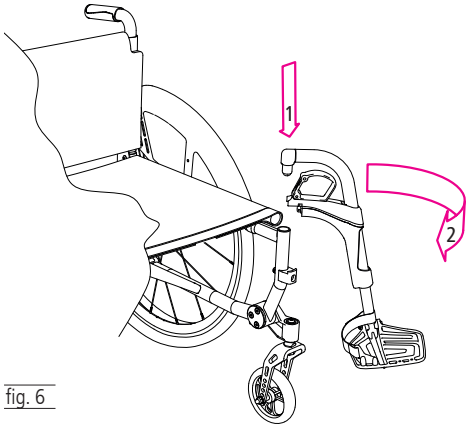

fig. 6
1. Inserire dall'alto il perno superiore del poggiagambe nell'apposito alloggiamento posto sul telaio (1, fig. 6).
2. Ruotare ora il poggiagambe in avanti, nella direzione di marcia. Si percepirà a questo punto uno scatto netto che segnala la posizione finale (2, fig.6).